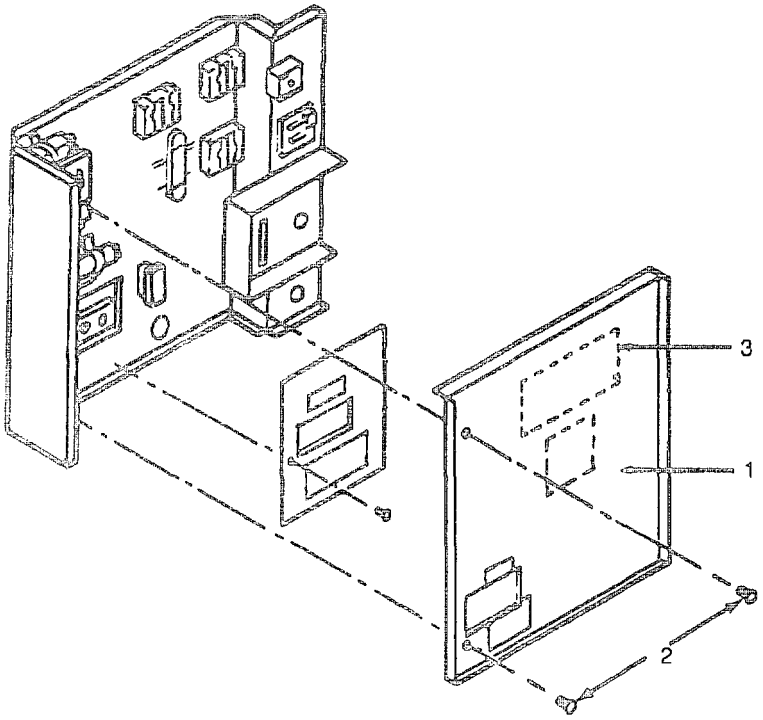

Figure 4-9. Control Box Cover
(1) Remove both front door assemblies. See para 4-17.
(2) Remove the control box cover (1, Figure 4-9) by removing the two screws (2).